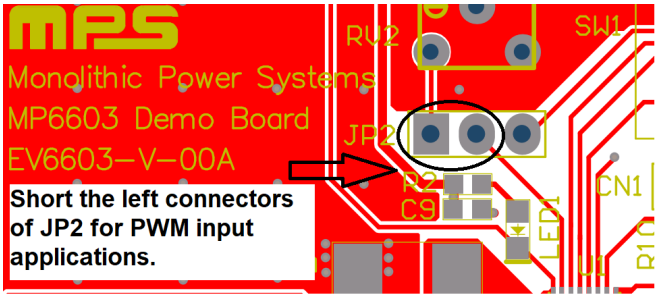
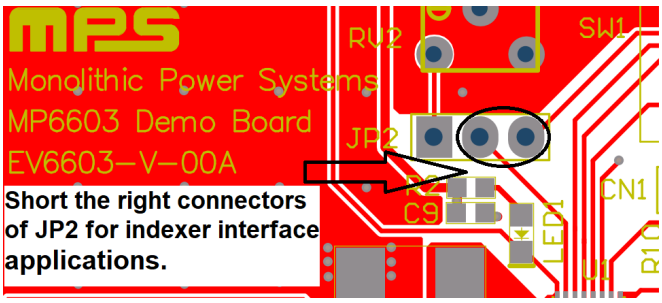

Figure 1: Set-Up JP2 for PWM Input
Figure 2: Set-Up JP2 for Indexer Interface
4. The MP6603 features two configurable input modes. The IN_SEL pin configures the input interface. To drive a DC motor with a pulse-width modulation (PWM) input interface, set IN_SEL = GND. To drive a stepper motor with an indexer interface, set IN_SEL = V_{CC}. The evaluation board's JP2 must be set accordingly. Figure 1 shows the set-up for a PWM input. Figure 2 shows the set-up for an indexer interface.